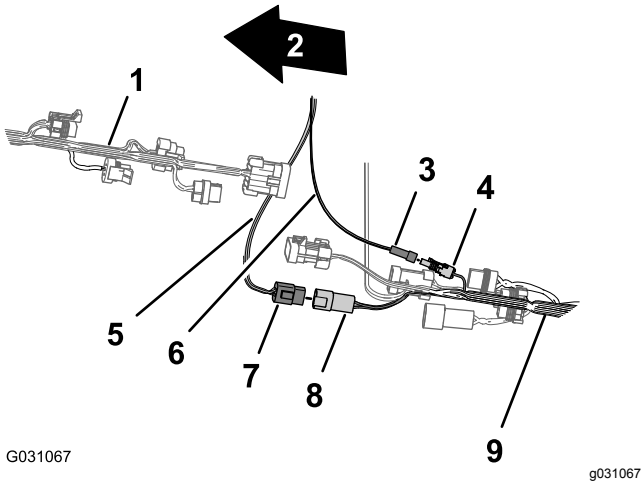

Figuur 161
3. Sluit de connector met 4 pinnen van de datakabel voor de CAN 2 / spuitbediening aan op de connector met 4 bussen van de achterste kabelboom voor het CAN 2 / spuitbedieningscircuit (Figuur 161).
4. Sluit de stekker met 1 pin van de elektrische kabel aan op de busconnector met 1 contact van de achterste kabelboom (Figuur 161).